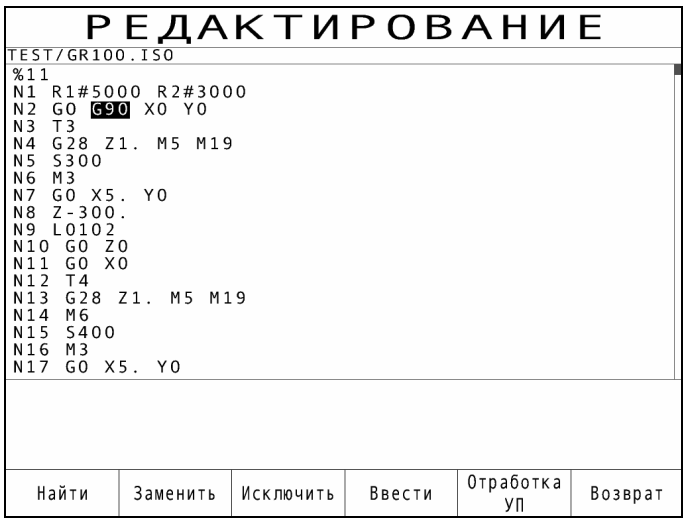

Рис. 5.2
2) при нажатии клавиши F4 ("Редактирование") в меню режимов (на экране индицируется информация рис. 5.2).